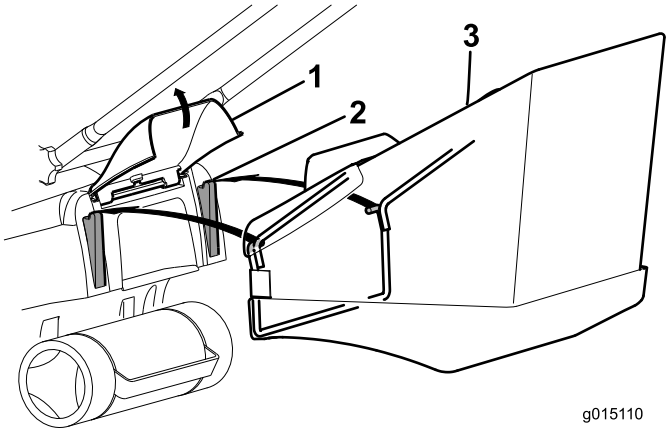
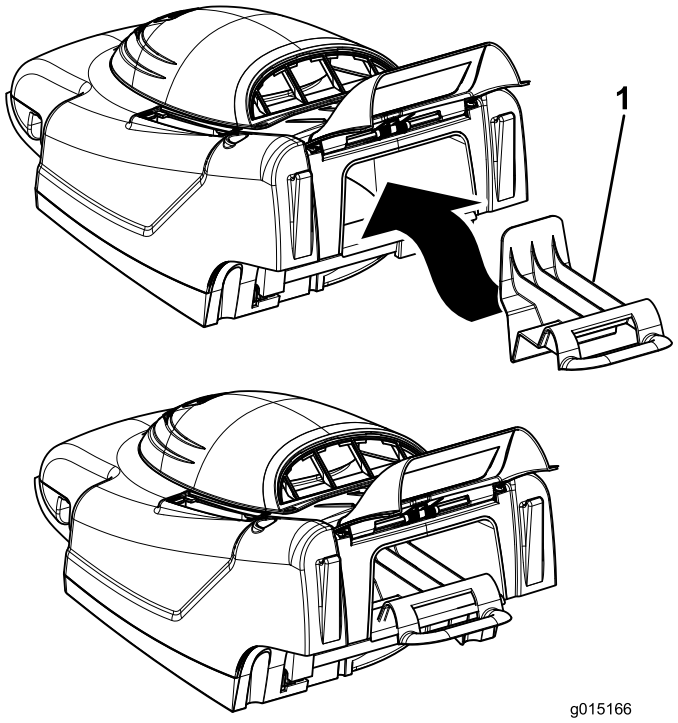

Figura 14
Figura 15
1. Alzate lo sportello posteriore, rimuovete il tappo mulching (Figura 15) e montate il cesto di raccolta sulle sporgenze (Figura 14).
Nota: Per passare da raccolta a riciclaggio, rimuovere il cesto di raccolta e sostituite il tappo mulching che avevate rimosso al passaggio 1 (Figura 15).